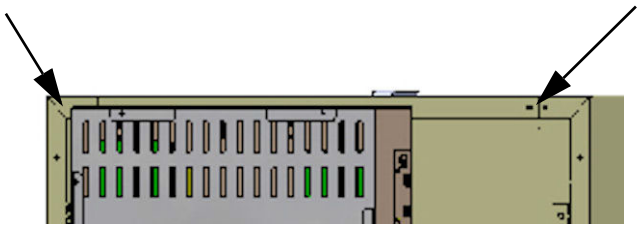

图 2-6. 卸下壁式支架的螺钉
1. 卸下上部设备顶部后边缘的四颗螺钉，如图 2-6 中的箭头所示。